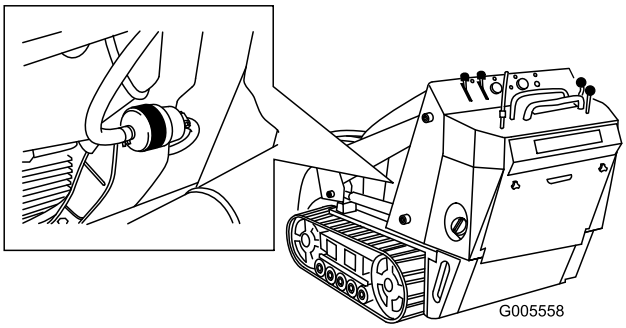

Figuur 36
4. Klem de brandstofleidingen aan beide zijden van het brandstoffilter (Figuur 36).
5. Druk de uiteinden van de slangklemmen naar elkaar toe en schuif ze weg van het filter (Figuur 36).